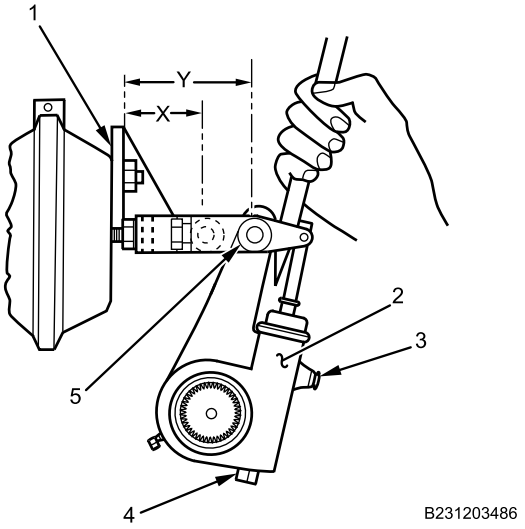

Figure 1. Two-Pin Slack Adjuster.
1. Pull and hold pull pawl (Figure 1, Item 3) from slack adjuster (Figure 1, Item 2) at least 1/32 inch (0.8 mm) to disengage teeth.
2. Turn adjusting nut (Figure 1, Item 4) counterclockwise until resistance is felt when brake shoes contact brake drum. Back off adjusting nut (Figure 1, Item 4) clockwise 1/2 turn.
3. Measure distance X (Figure 1) from front of air chamber bracket (Figure 1, Item 1) to center of large clevis pin (Figure 1, Item 5). This measurement is X.
4. Using pry bar, apply pressure to slack adjuster (Figure 1, Item 2) until brake shoes are against brake drum.
5. Measure distance Y (Figure 1) from front of air chamber bracket (Figure 1, Item 1) to center of large clevis pin (Figure 1, Item 5). This measurement is Y.
7. If free stroke specification is not met, continue to turn adjusting nut (Figure 1, Item 4) as needed until within specification.